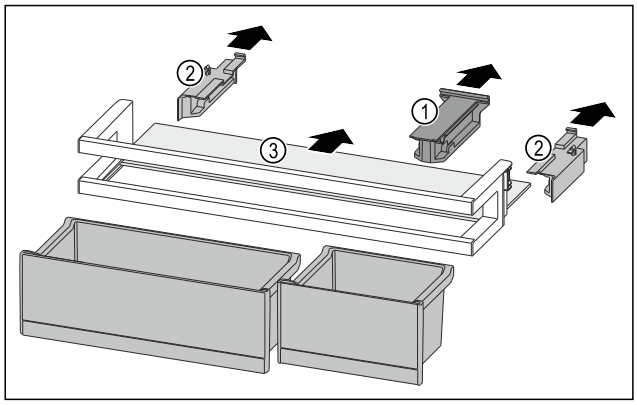

Fig. 148
- ▶ Húzza le a tartóelemet *Fig. 148 (1)*.
- ▶ Húzza le az oldalsó részeket *Fig. 148 (2)*.
- ▶ Vegye ki a tárolólapot *Fig. 148 (3)*.